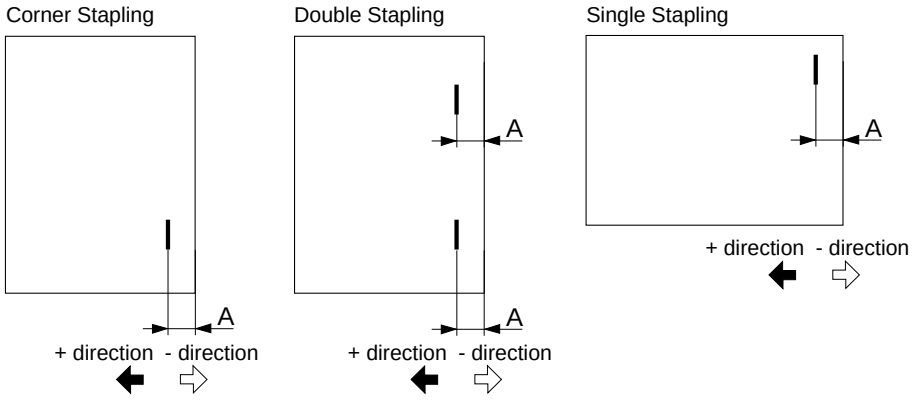

Figure 5-444
For stapling position X, the position (A) shown in Figure 5-444 may be varied in units of about 0.25 mm in + and - directions in relation to the default (6 mm; each '1' on the touch panel represents about 0.25 mm). The setting may be changed between -6 (-1.5 mm) and +6 (+1.5 mm).